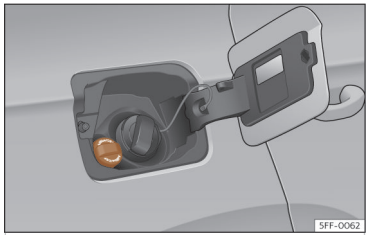

Abb. 194 Verschlussdeckel des AdBlue®-Tanks
- Öffnen Sie die Tankklappe ››› **(Abb. 194)**.
- Verschlussdeckel SCR-Einfüllstutzen nach links drehen ››› (Abb. 194).